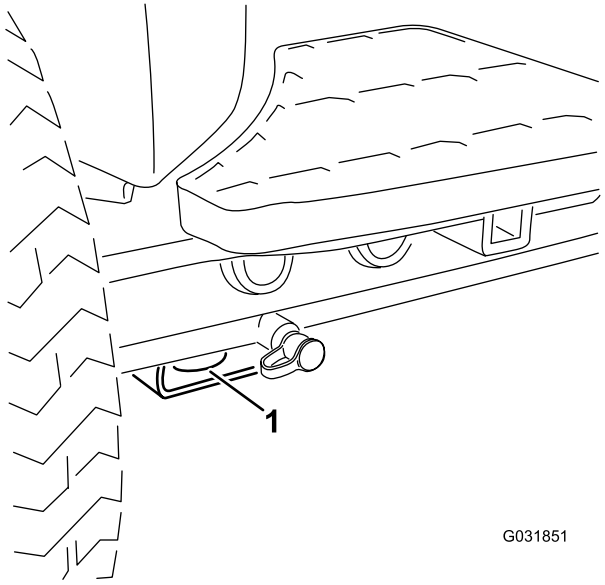
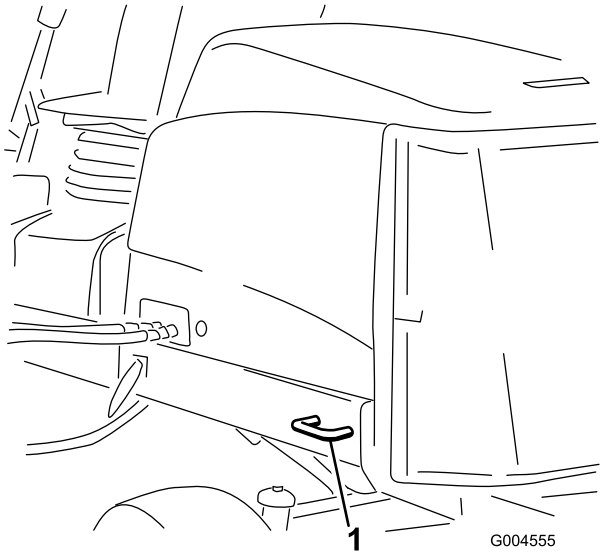

Figura 38
Figura 39
5. Utilice los puntos de amarre metálicos de la máquina para sujetar la máquina firmemente al remolque o al camión con correas, cadenas, cables o cuerdas (Figura 38 y Figura 39).
- Delantero – el orificio del bloque rectangular, debajo del tubo del eje, al interior de cada rueda delantera (Figura 38)
- Detrás – en cada lado de la máquina, en el bastidor trasero (Figura 39)